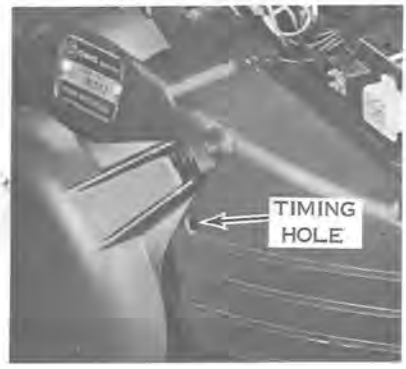

Figure 6-21
j. When this procedure is followed, engine is timed correctly without further adjustment. To recheck, use an automotive timing light, either a 12 volt or 110 volt model. One of the cooling fins on the flywheel across from the keyway has a small raised boss, which is painted yellow. With the engine operating at idle speed (1500 rpm), this painted mark can be seen in center of timing hole when light is focused there. Timing hole is approximately 3/8 inch in diameter, and is located to the upper right of the manual starter (at about the 2 o'clock position) in the front fan housing (see Figure 6-21).